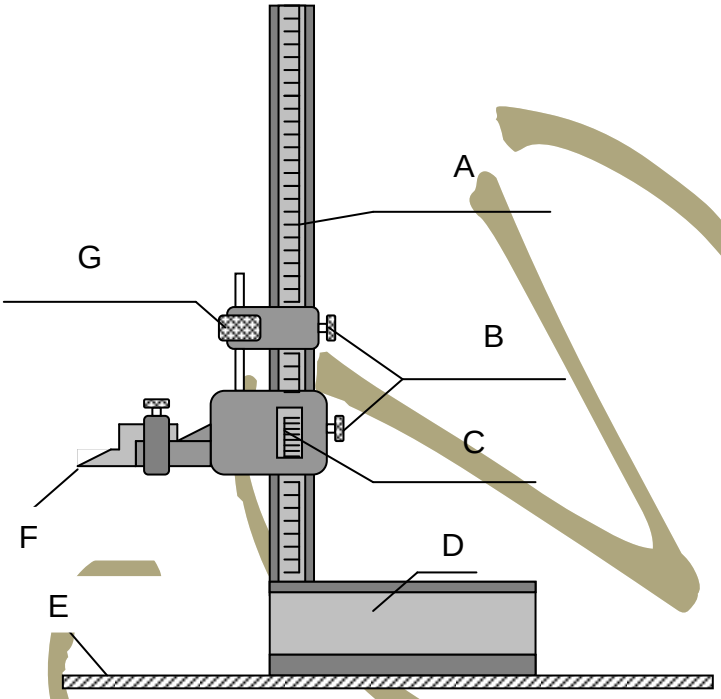

FIGUUR 3
3.1 Bestudeer FIGUUR 3 hier onder wat 'n afmerkinstrument uitbeeld, en beantwoord die vrae.
3.1.1 Noem die afmerkinstrument wat in FIGUUR 3 gewys word. (1)
3.1.2 Noem die onderdele van die instrument wat in FIGUUR 3 gewys word deur slegs die antwoord langs die letter (A–G) in die ANTWOORDBOEK te skryf. (7)